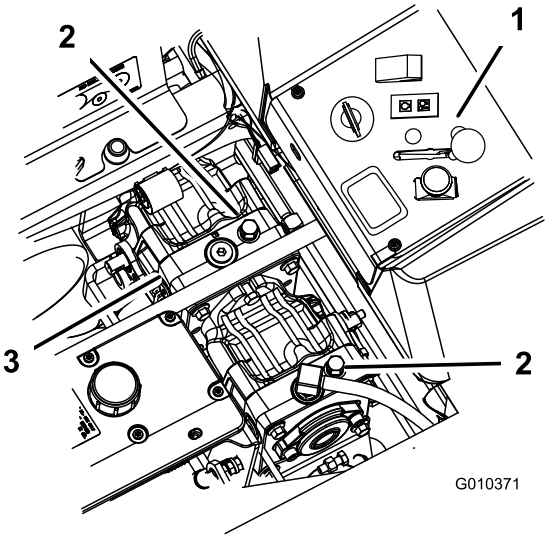

Rysunek 31
2. Obróć zawory obejściowe o 1 obrót w lewo. Umożliwi to ominięcie pompy przez olej hydrauliczny. Dzięki temu koła będą mogły się obracać (Rysunek 31).
Aby obsługiwać maszynę, obróć zawory obejściowe w prawo o 1 obrót (Rysunek 31).